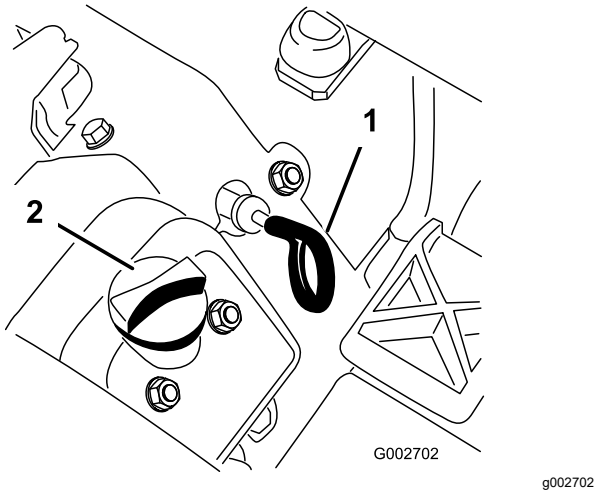

Figur 24
3. Rengør området omkring oliepåfyldningsdækslet og målepinden, før du fjerner dem, for at holde snavs, græsaffald osv. ude af motoren (Figur 24).
4. Træk målepinden op (Figur 24), og tør den af med en ren klud.